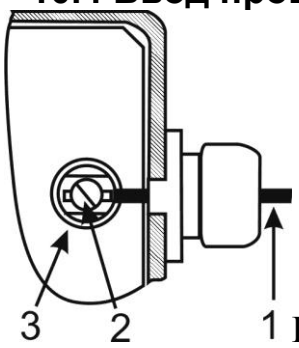

Рис. 10.17
10.3.6 При последовательной установке нескольких извещателей учесть вышеизложенные рекомендации. При установке рядом расположенных БПРД, обеспечить минимальные электромагнитные связи между проводами и заземлителями смежных ЧЭ соседних извещателей. ЧЭ1 и ЧЭ2 не должны иметь параллельных или пересекающихся участков и, как следствие, иметь минимальные электромагнитные взаимосвязи (см. рис. 10.17а). Все БПРД соединяются с собственными заземлителями, располагаемыми в земле не менее 500 мм друг от друга. Заземляющий проводник прокладывается по консоли и далее по поверхности заграждения (стены) до собственного заземлителя. В качестве заземляющего проводника использовать изолированный провод диаметром не менее 0,5 мм. К рядом расположенным БПРМ смежных участков не предъявляется жестких требований, при условии их взаимной синхронизации (см. рис. 10.17б).
Рис. 10.17а
Рис. 10.17б
10.4.1 Подготовку и ввод ВП в БПРД и БПРМ произвести, руководствуясь, рис.10.17. Конец провода 1 на 10 мм освободить от изолирующего слоя, скрутить жилы и опаять. Снять крышку, вывернуть на несколько оборотов винт 2 контакта “ВП” 3, прижимная шайба при этом должна отодвинуться от поверхности контакта, освободив место для ввода облуженной части провода , вывернуть гайку-втулку. Установить гайку втулку на провод. Ввести ВП через отверстие втулки ввода в корпус, завести облуженную часть провода под шайбу контакта. Удерживая провод в данном положении, закрепить его с помощью винта и завернуть гайку-втулку.